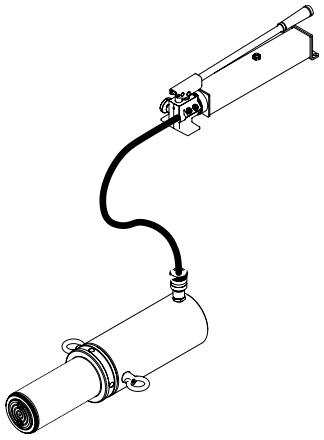

Figura 2: Ilustración de la purga de aire del sistema
1. Coloque la bomba en una posición más elevada que la manguera y el cilindro, como se muestra en la Figura 2.